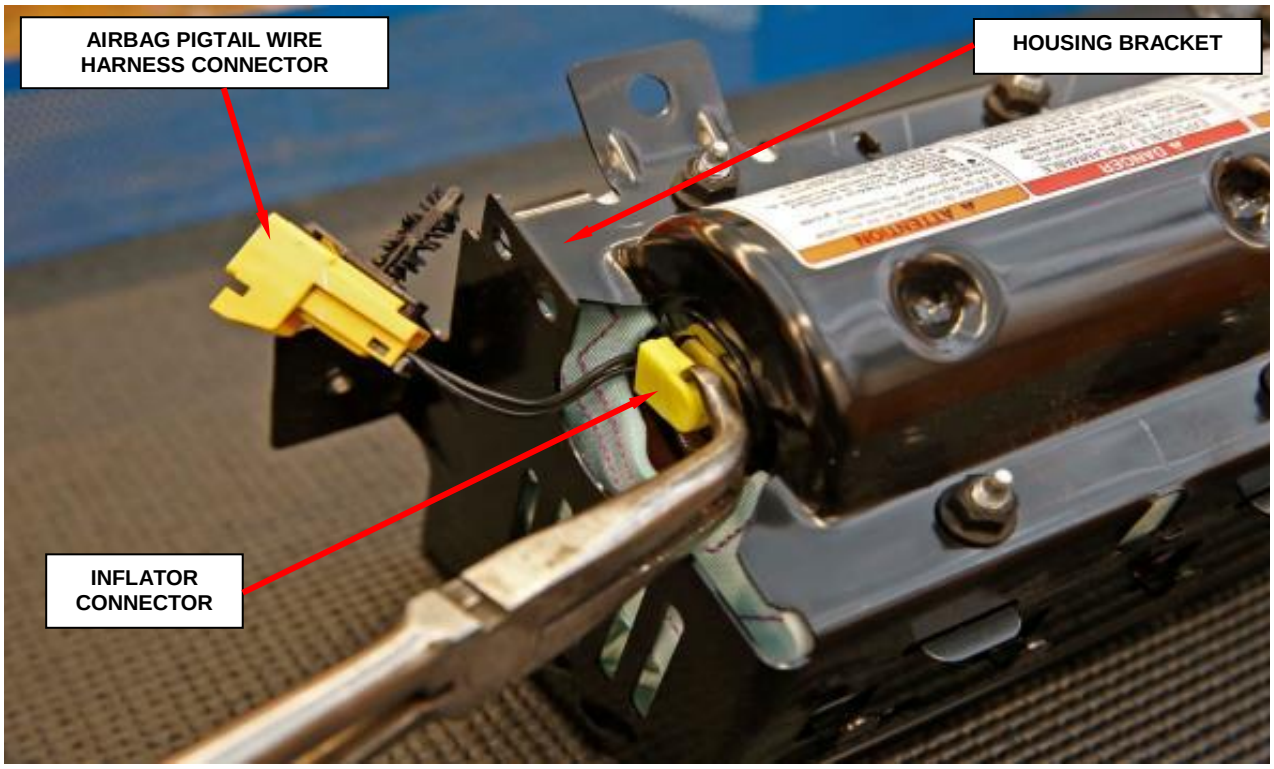

Figure 32 – Wire Harness Connectors
c. Disconnect the airbag pigtail wire harness connector from the housing bracket and the inflator connector from the inflator using pliers and discard the wire harness jumper (Figure 32).